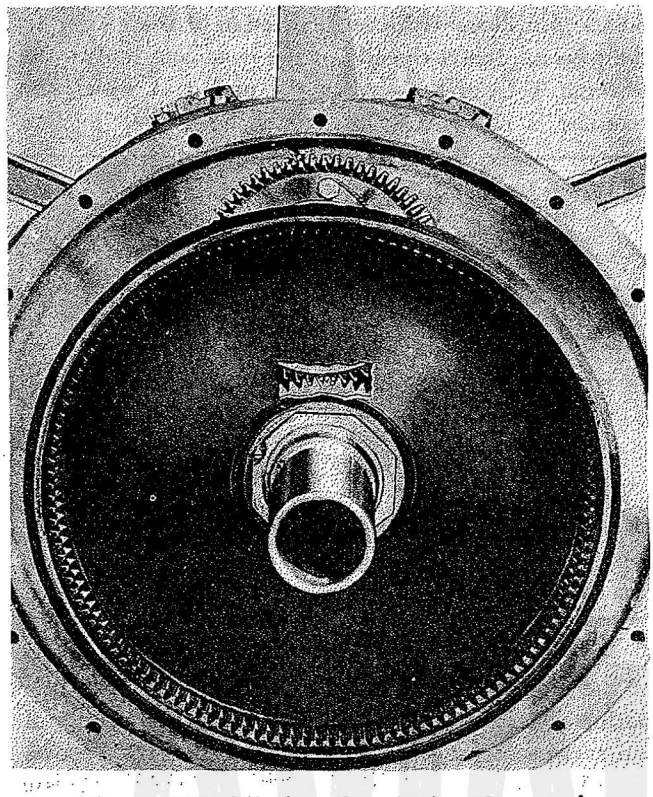

Figure 228—Timing Cam Drive Gear and Reduction Drive Gear
a. Turn the intermediate cam drive gear until the timing marks on the pinion gear line up with similar marks on the cam. In this position the timing marks on the teeth of the intermediate cam drive gear nearest the crankshaft should be directly in line with the center line of the crankshaft. Refer to Figure 228.